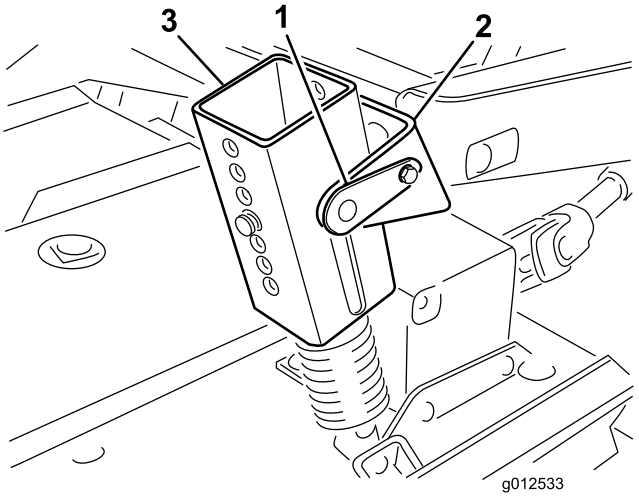

Figura 1
2. Solamente en las unidades de tracción serie 200, desconecte el contrapeso de la unidad de tracción, retire los pasadores de bloqueo de los soportes, separe los conjuntos de tensión del muelle de los soportes y colóquelos en la carcasa. Sujete provisionalmente los pasadores de bloqueo a los soportes para no perderlos (Figura 1).